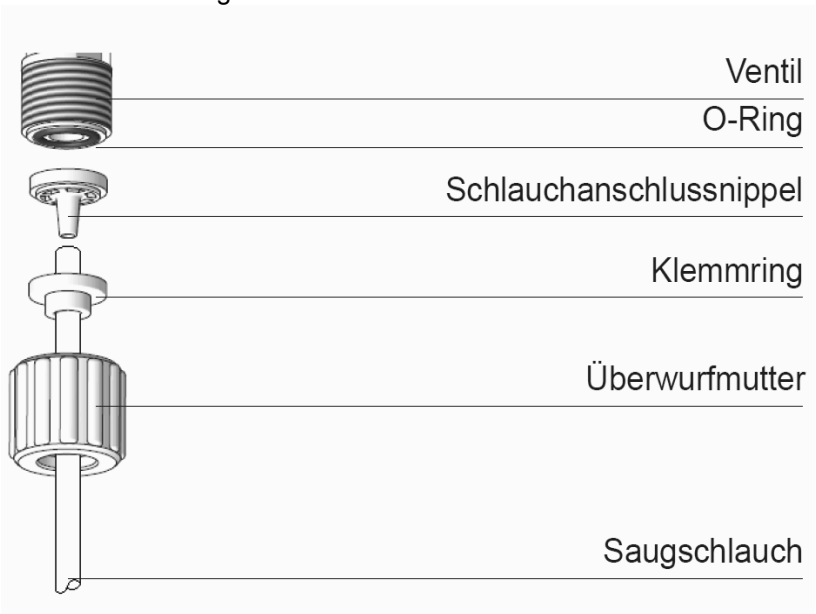

Abb. 4.2
- Schieben Sie den Schlauch durch die Überwurfmutter und den Klemmring auf den Schlauchnippel, wie in Abb. 4.2 gezeigt. Achten Sie darauf, dass der Schlauch bis zum Anschlag auf den Schlauchnippel geschoben ist.
5) Montieren Sie abschließend den Saugschlauch - wie in Kapitel 4.3.1, Abb. 4.2 beschrieben.